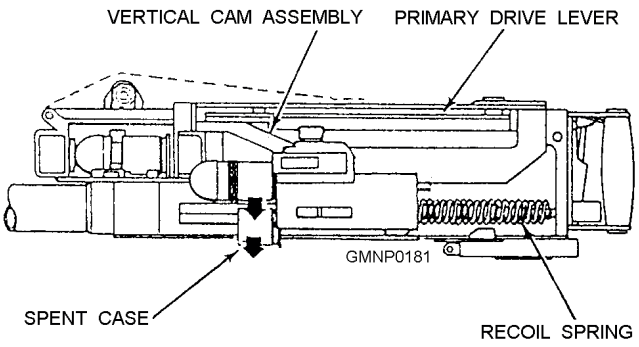

**Figure 3-99.—Mk 19 Mod 3 machine gun recoil and ejecting sequence.**
**RECOIL/EJECTING**.—As a round is fired, recoil pressure from the burning propellant acts to force the bolt rearward (fig. 3-99). As the bolt moves rearward, it extracts the spent cartridge, cams the next round down the bolt face, which forces the spent cartridge out the bottom of the gun, and moves the feeder drive levers to move the next round into position for delinking. Firing will continue automatically as long as the trigger is depressed. When the trigger is released, the bolt is held in the rear position by the sear assembly with a round in the bolt fingers.